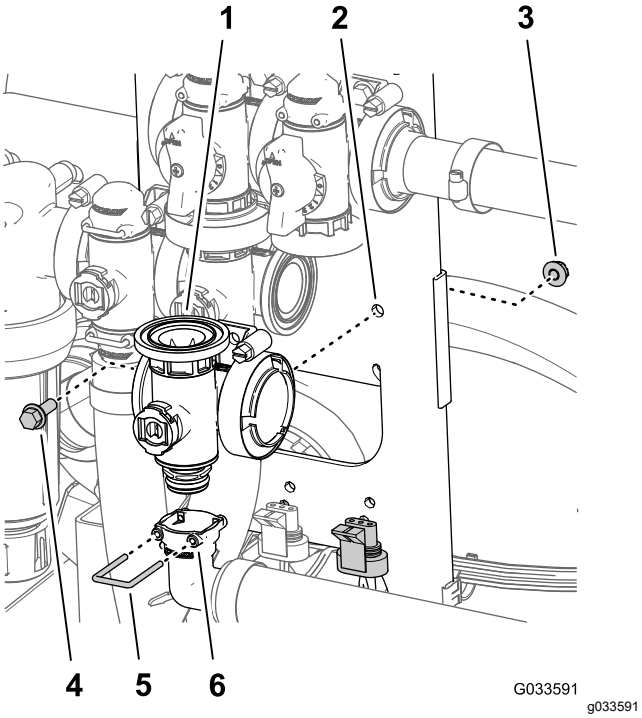

Figure 120
2. Remove the retainer that secure the 90° outlet fitting to the manifold coupling for the master-boom valve (Figure 120).
3. Remove the flange-head bolt (1/4 x 3/4 inch) and flange locknut (1/4 inch) that secure the master-boom valve to the valve mount and remove the valve manifold from the machine (Figure 120).